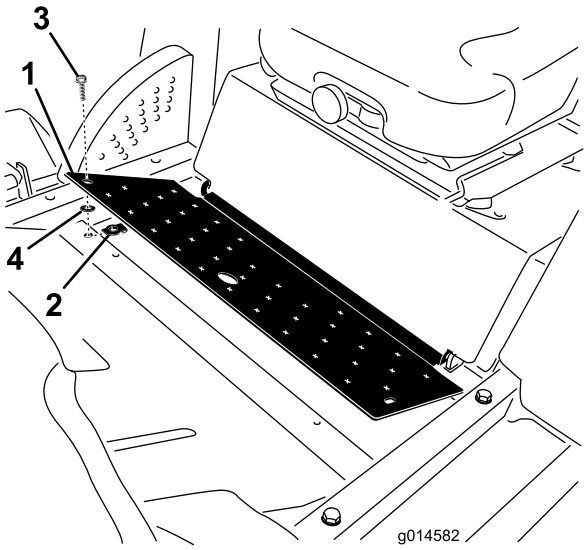

Figure 3
2. Placez un écrou de retenue sur le trou du cadre sous le coin avant droit du panneau de plancher (Figure 3).